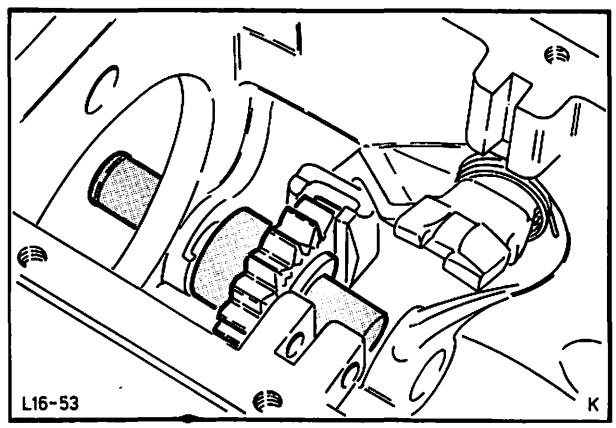

Abb. 68 Zwischenrad – Rückwärtsgang einbauen
42. Schaltklaue – Rückwärtsgang mit Feder auf den Drehzapfen aufschieben und Sicherungsring montieren. Zwischenrad, mit dem langen Zapfen nach hinten zeigend, in die Schaltklaue einführen und fluchtend zur Achsbohrung halten. Zwischenradwelle mit Mehrzweckfett bestreichen und mit einem Kupferhammer in das Gehäuse eintreiben, Abb. 68.